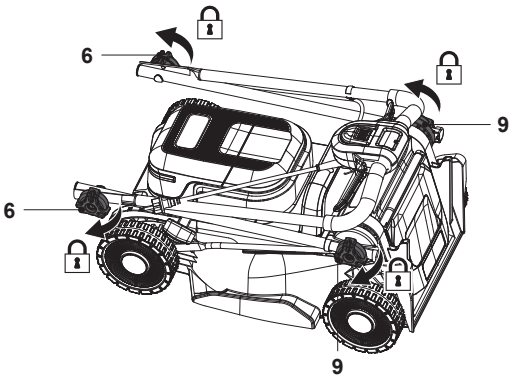

Rys. 23
8. Jeśli kosiarka ma być przechowywana w pionie, to aby zaoszczędzić miejsce, można także złożyć górny uchwyt i zabezpieczyć połączenia, obracając cztery pokrętła blokujące (6, 9) w celu uniknięcia rozdzielenia się elementów (rys. 23).